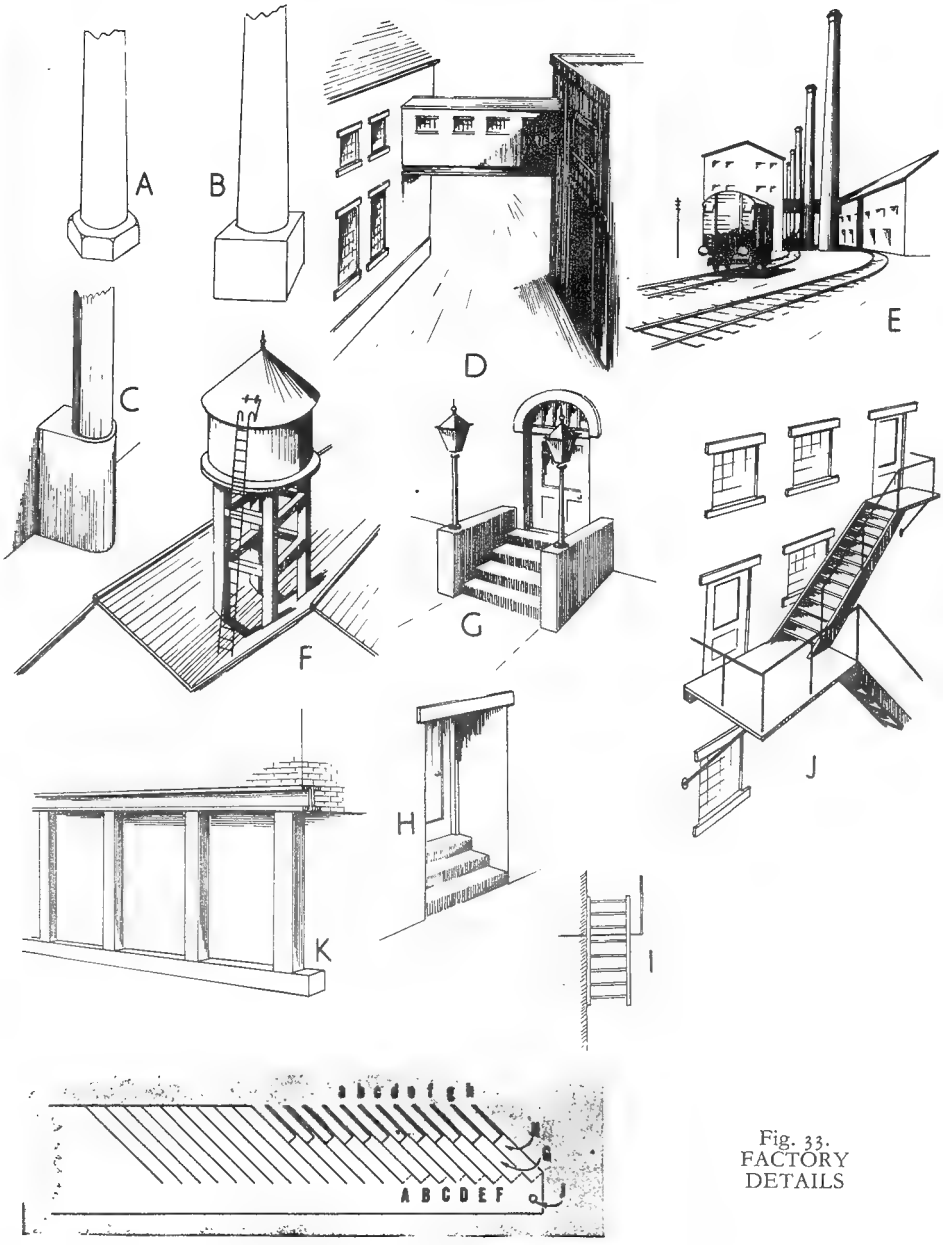

Fig. 33.
Scattered about the layout there will no doubt be numerous factories, for these will be found as essential to traffic as freight and passenger stations. They also have the desirable quality of filling up odd corners which would otherwise be vacant and useless. In Fig. 33, therefore, I have given a number of elementary ideas for factory building which will be found generally applicable. Chimney stacks are readily modelled from dowelling or thin rolled card covered with brick-paper, though the tapered type of stack is better finished as concrete, owing to the difficulty of getting the brick-rows horizontal. In A, a suitable base for a stack is formed from a large nut of correct size, which would of course be finished as concrete. In B a plain wooden block is employed; in C, another correct style is given, and this is useful in that it may be used to attach the stack to the wall of a building. Cover the base with brick-paper and glue the edges to the wall, then cover the wall and the lapping edges. An attractive feature is indicated at D, where two buildings are connected by an overhead corridor. The double girders under the corridor should be noted, the corridor itself consisting of a solid block of wood, if so desired, the block being painted black before the windows are fitted. The latter should be formed from a single piece of celluloid covering the entire side, this being afterwards bricked over, leaving the necessary apertures. The roof may consist of a strip of corrugated iron. The sprinkler tower (F) makes an eye-catching item, and can be formed from a reel taken from a coil of adhesive tape, painted aluminium like the conical roof. Ladder, manhole and a signal finial complete the model.